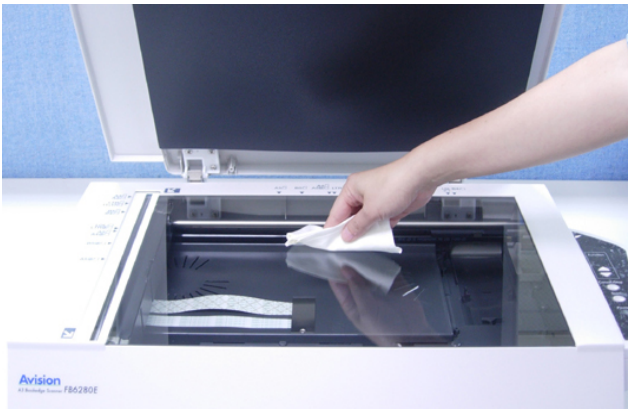

Figura 7-1 La pulizia dell'area
2) Aprire il coperchio documenti come mostrato nella Figura 7-1. Pulire il vetro del documento.